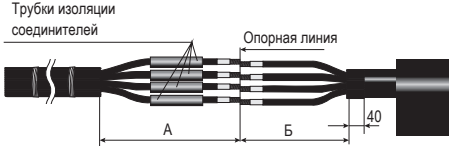

Рисунок 3
4.10 Надеть на жилы с размером А трубки изоляции соединителей (рисунок 3).